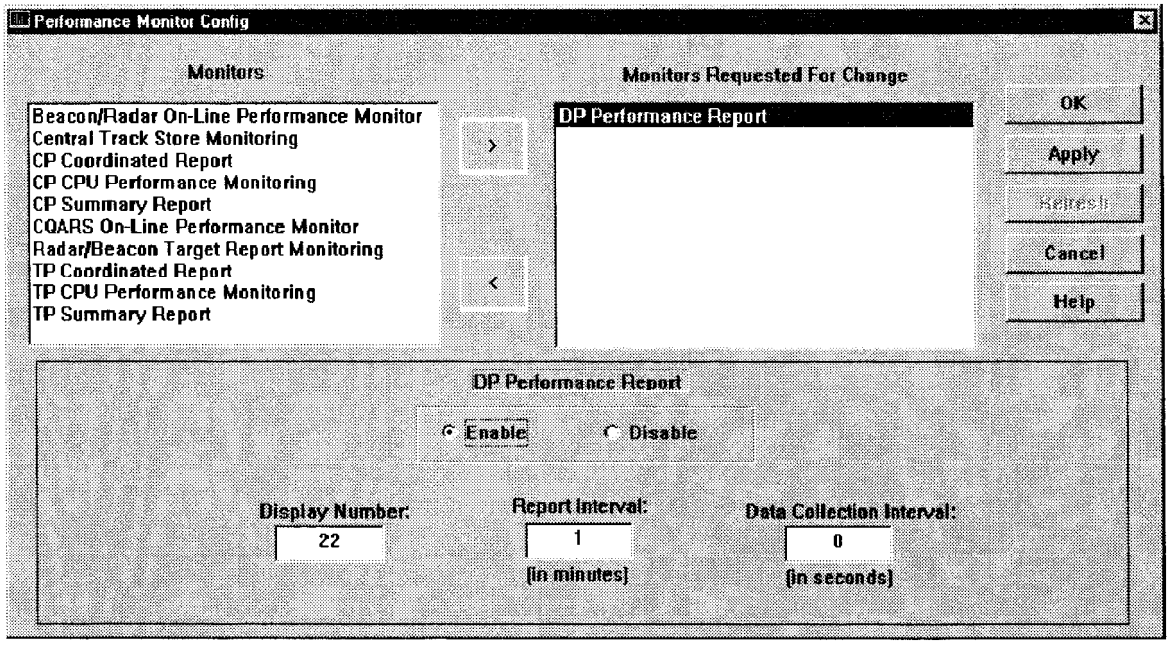

FIGURE 4-65. DP PERFORMANCE REPORT WINDOW
9. If DP Performance Report is selected (Figure 4-65):